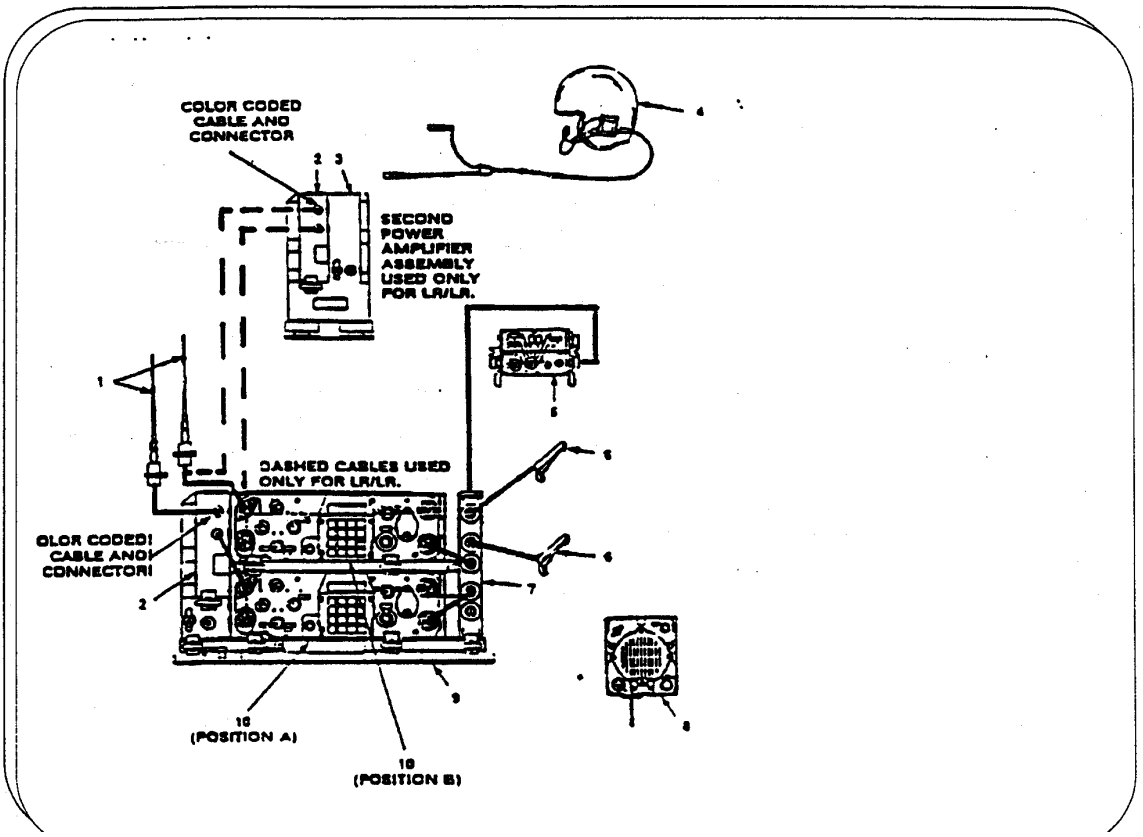

Figure 8 AN/VRC- 92A .
f. AN/VRC-92A. The AN/VRC-92A is the vehicular mounted. long range/long range. secure voice. VHF communications configuration. See Figure 8. It consists of:
(1) AS-3900
(2) AM-7238/VRC (PA) (2)
(3) MK-2312/VRC (auxiliary elec kit)
(4) CVC Helmet
(5) C- 11291A/VRC*
(6) H-250 (2)
(7) AM-7239/VRC
(8) LS-671 /U
(9) MT-6352
(10) RT-1523(C)/U (2)